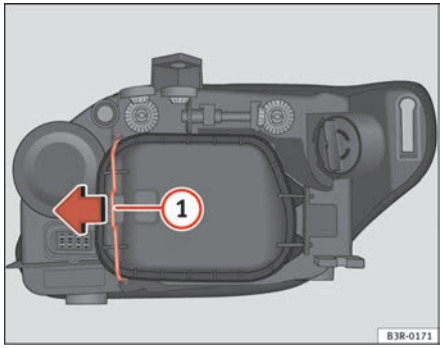

Fig. 216 Side light
Although it is not necessary, previously remove the rigid cover ⇒ page 270, fig. 216 for easier day light bulb changes. ■
- Move the brace ⇒ fig. 216 (1) in the direction of the arrow and remove the rigid cover, separating the brace side and then removing the two tabs from the other end of the cover.